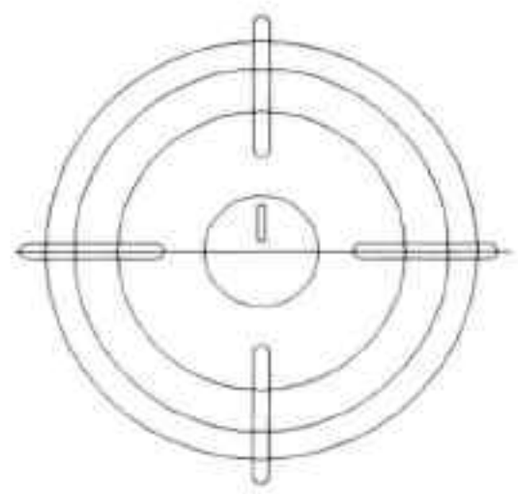

图6-85 绘制炉灶火眼
Step12 执行“矩形”命令，绘制长为 25mm、宽为 5mm、圆角半径为 3mm 的圆角矩形，作为炉灶的火眼，如图 6-85 所示。